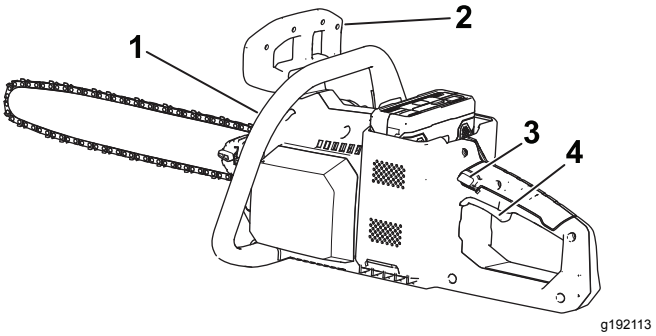

Figura 9
7. Con una mano en la empuñadura delantera y la otra en la empuñadura trasera, presione el seguro del gatillo y luego apriete el gatillo (Figura 9).